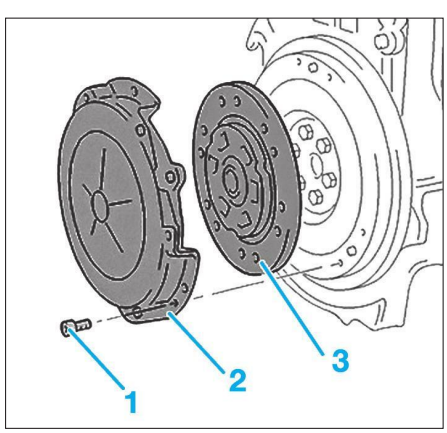

**Fig. 2**
- les vis de fixation (1) **(Fig.2)**,
- le mécanisme d'embrayage (2),
- le disque d'embrayage (3).